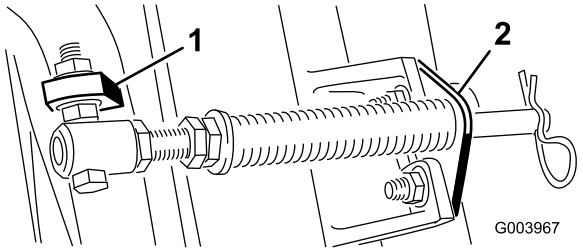

Figur 5
C. Montera fjäderrörets bult på bärramens motsatta flik, och fäst bulten med flänsmuttern. Placera bultens huvud mot flikens yttre sida såsom visas i Figur 5.
D. Montera stångbeslaget på klippenhetens flikar med hjälp av vagnsbultarna och muttrarna (Figur 5).